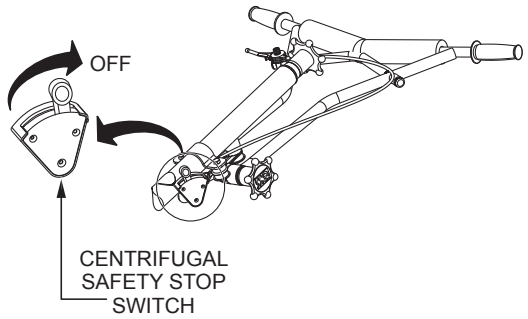

Figure 42. Centrifugal Safety Stop Switch (OFF)
2. With the engine running at idle, place the safety stop switch lever in the **OFF** position (Figure 42). Verify that the engine shuts off. If the engine continues to run, replace the centrifugal safety stop switch.